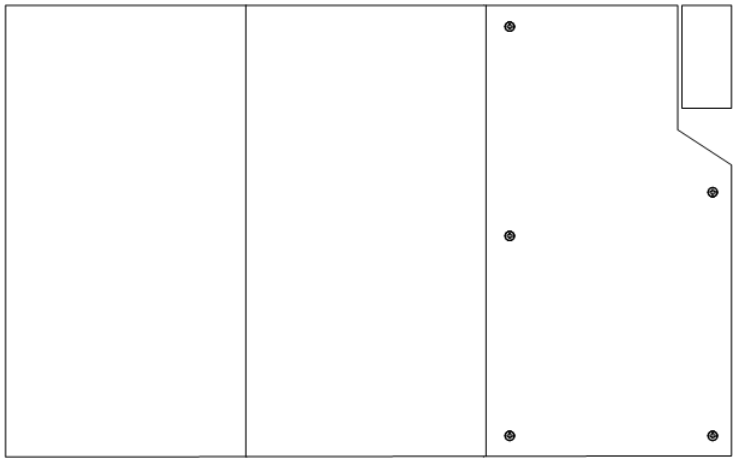

Figure 11.21 Mounting frame – cover of the DC voltage supply connectors (top view)
4. Cautiously pull the component out of the subrack until the cover of the V_{DC} voltage supply connectors on the side of the component is accessible, refer to Figure 11.21.